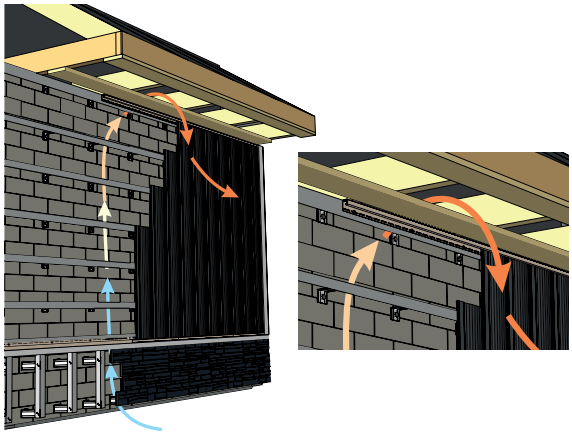

Рисунок 15
9.6 Софитная группа не должна перекрывать вентиляционный канал, не мешать движению воздуха под сайдингом (рис. 15).